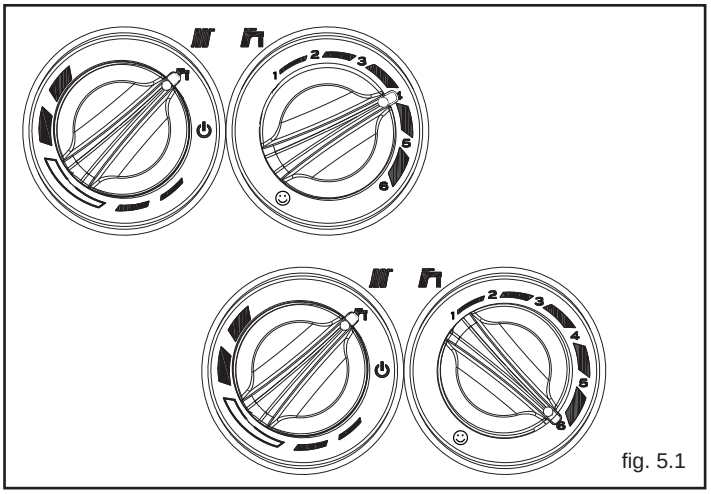

fig. 5.1
- portare il selettore di funzione su estate (fig. 5.1) e il selettore temperatura acqua sanitario al valore massimo (fig. 5.1).